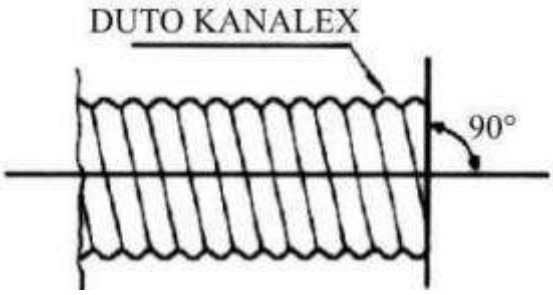

Figura 27
a) Cortar as extremidades dos dutos a serem emendados, formando um ângulo de 90° em relação ao eixo longitudinal, utilizando a conexão I como guia de corte, sem deixar nenhuma rebarba (Figura 27).